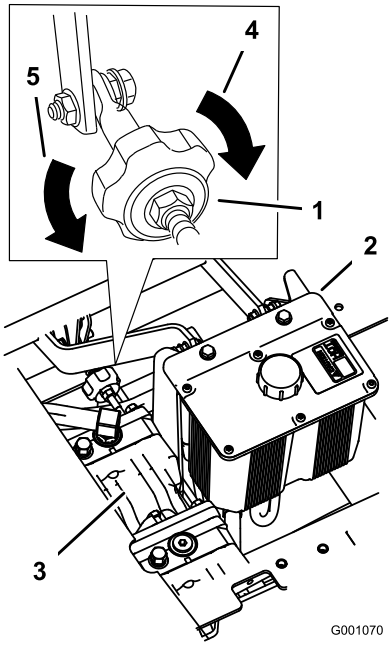

**Figur 54**
4. For at få maskinen til at køre til højre skal du dreje knappen mod maskinens højre side. Se Figur 54.
5. For at få maskinen til at køre til venstre skal du dreje knappen mod maskinens venstre side. Se Figur 54.